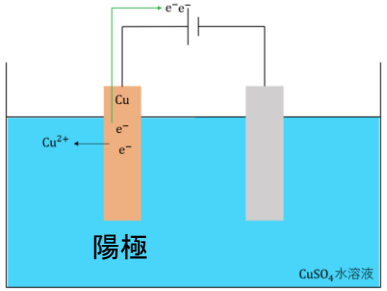

図1 陽極反応
- 電気メッキでは直流電流を流すと陽極の表面で電子が放出され、金属イオンとして水溶液中に溶け出す。よって、**メッキ膜にしたい金属等をプラス極（陽極）**に配置する。（図1 陽極反応）